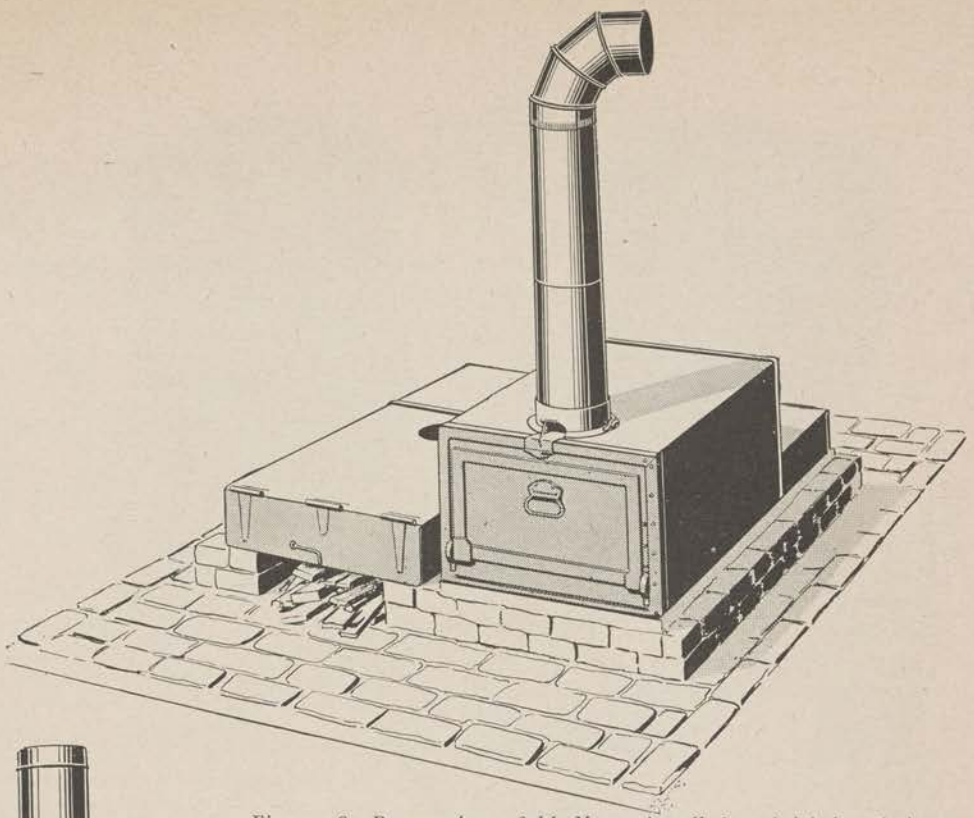

Figure 58. Range, Army field, No. 1, installed on brick foundation.
f. If the range is to remain in place for an extended period of time, do not dig a trench, but proceed as follows: (See fig. 58.)
(1) If sufficient bricks are available, lay an entire brick floor for the range. Flat stones or hard clay may be used in place of bricks.
(2) Set up the range on the brick floor or on the level ground and mark the complete outline of the range.
(3) Remove all parts of the range and build a wall, 3 bricks high and 8 inches wide, on the outline marks and on the line between the oven and the boiling plate. Leave a gap in the wall below the front edge of the boiling plate to permit building and maintaining the fire.
(4) Install the range on top of the brick wall.
(5) Place a number of bricks on edge, $\frac{3}{4}$ inch apart, under the oven. These hold the heat and improve baking.
(6) Bank the outside of the brick walls at the sides and at the rear of the range with clean earth.
a. GENERAL. (1) If large cans of water or other heavy weights are to be placed on the boiling plate, lay angle irons across the plate so that the weight will fall on the sides and not on the top.